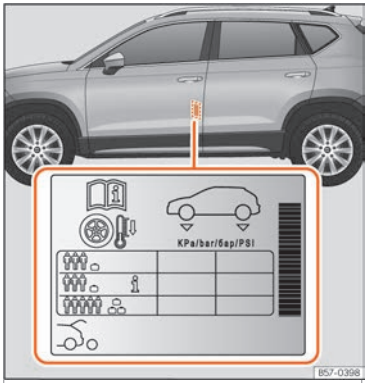

Fig. 227 Location of the tyre pressure sticker.
- Adjust tyre pressure to the load being carried by the vehicle ››› Fig. 227.
The tyre inflation pressures are listed on a sticker on the rear of the front left door frame ››› Fig. 227.
Depending on the vehicle, tyre pressure can be adjusted to medium load to improve driving comfort (tyre pressure i ››› Fig. 227). When driving with comfort tyre pressure fuel consumption may increase slightly.
The tyre pressure must be adjusted according to the load the vehicle is carrying. If the vehicle is going to carry the maximum load, the tyre pressure should be increased to the maximum value indicated on the sticker ››› Fig. 227.
In the case of a minimised temporary spare wheel (), inflate to a pressure of 4.2 bar as indicated on the tyre pressure label ››› Fig. 227.
- **The driver is responsible for ensuring that all of the vehicle tyres are correctly inflated to the right pressure. The recommended tyre pressure is indicated on the label ››› Fig. 227.**
- **When the tyres are cold, tyre pressure should be that indicated on the label ››› Fig. 227.**